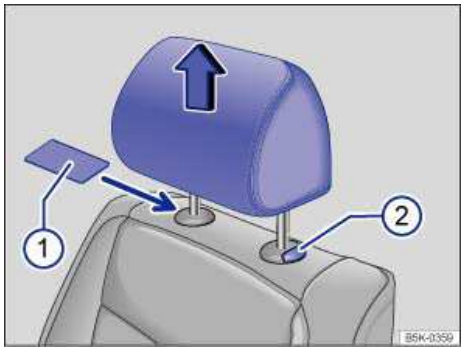

**Fig. 42** Removing the front head restraints.
- Slide a flat object, such as a plastic credit card, underneath the right side of the cap on the right-hand seat guide rod ⇒ fig. 42 (1) to unlock the head restraint.
- To release the left-hand guide rod, press button (2) in (towards guide rod) and hold.
- Pull the head restraint out completely while holding button (2).